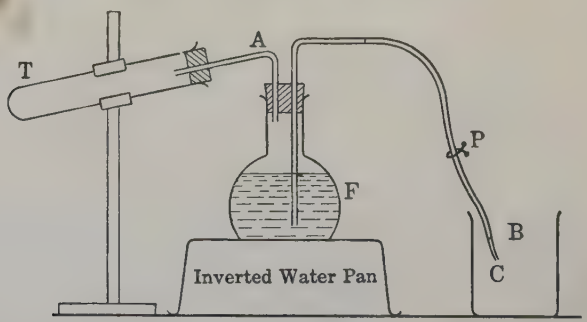

FIG. 4.
8. Weight of a Liter of Oxygen. Construct the apparatus shown in Fig. 4, taking particular care to secure gas-tight connections. Before starting the actual experiment read the entire directions and make sure that you understand how the apparatus